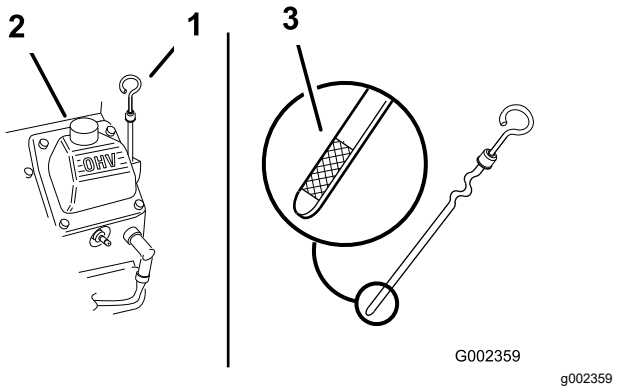

Figur 44
2. Rengør området omkring målepinden (Figur 44), så der ikke trænger snavs ned i påfyldningshullet og beskadiger motoren.
3. Fjern målepinden, tør den af, og sæt den tilbage igen så den sidder helt i bund (Figur 44).
Oliestanden bør ligge mellem mærket "F" (fuld) og "L" (lav) på målepinden (Figur 44).
5. Hvis oliestanden ligger under "L"-mærket (lav), skal du fjerne påfyldningsrørets dæksel (Figur 44) og påfylde den angivne olie, indtil niveauet når "F"-mærket (fuld) på målepinden.